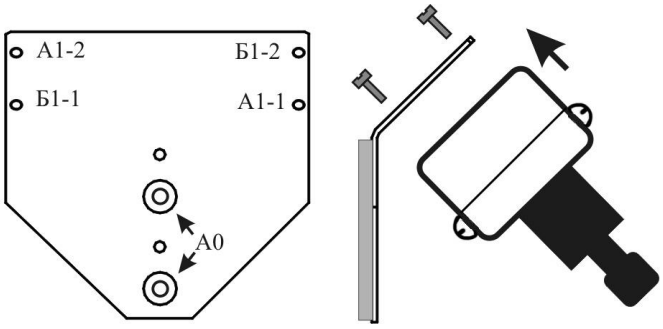

Рис. 6.12
6.4.2.2 Крепление БПРД на плоскость заграждения, стены здания (сооружения) или на других электропроводных предметах производится с помощью **УКБ-2** (см. рис. 6.12) или **УКБ-21**, для двух блоков **УКБ-22** (см. рис. 6.13). Наибольшее удобство обеспечивает крепление блоков смежных участков на заграждение с помощью УКБ-22.